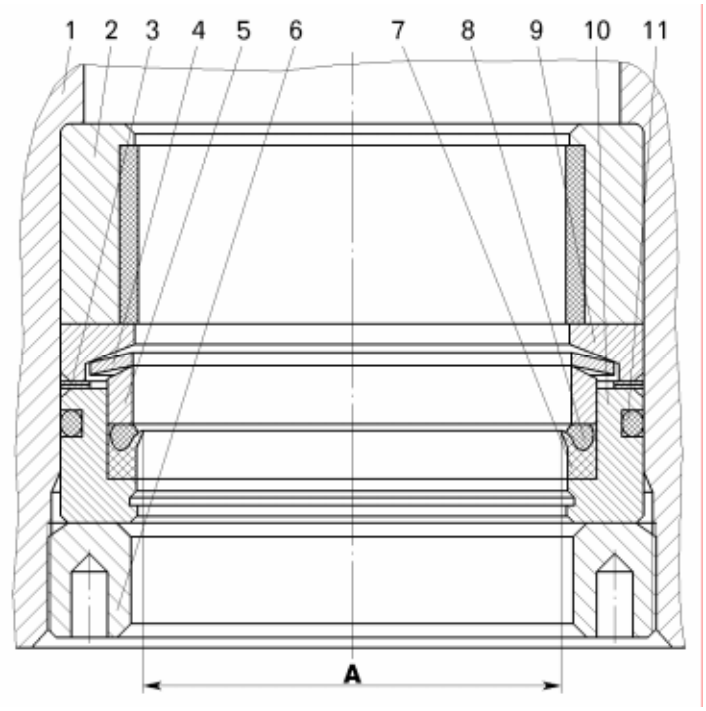

Рисунок 8.1.14 – Схема установки натяга манжеты штока:
– закрепить в стенде (смотри рисунок 8.1.8) трубу 1 (рисунок 8.1.14) основного цилиндра;
После регулировки натяга манжеты (получения требуемого размера внутреннего диаметра) отвернуть прижимную гайку 6 (смотри рисунок 8.1.14), вынуть кольцо 10 манжеты. На кольцо манжеты установить уплотнительное кольцо 11 и обратно вставить в трубу основного цилиндра 1.
После установки комплекта уплотнения в трубу основного цилиндра завернуть прижимную гайку 6 (смотри рисунок 8.1.14), не доворачивая 1,5 оборота до сжатия комплекта деталей уплотнения (до упора), предварительно смазав резьбу смазкой Литол–24;